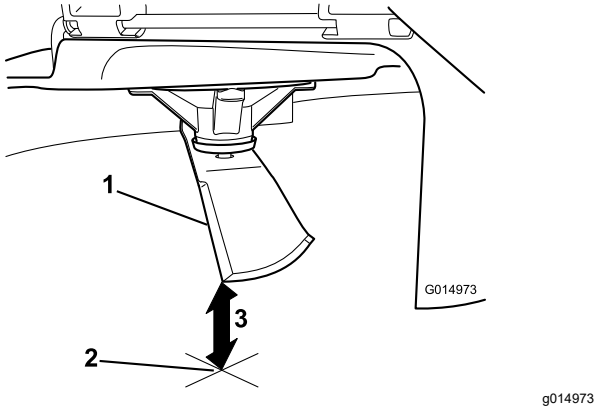

Figur 63
5. Mål fra spidsen af skærekniven til den plane overflade (Figur 63).